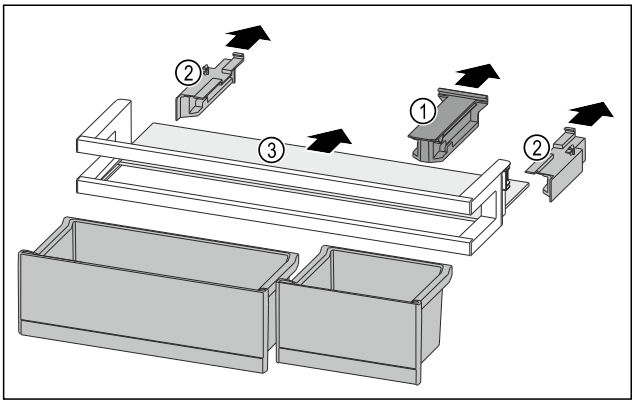

Fig. 202
▶ Desprindeți piesa de susținere *Fig. 202 (1)*.
▶ Desprindeți piesele laterale *Fig. 202 (2)*.
▶ Extrageți raftul *Fig. 202 (3)*.